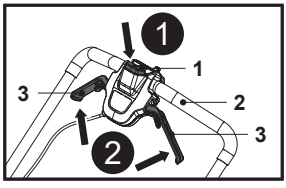

Rys. 16
2. Nacisnąć i przytrzymać przełącznik bezpieczeństwa (1) (rys. 16, krok 1).
3. Pociągnąć dźwignie uruchamiania (3) w stronę uchwytu (2) i przytrzymać je w tym położeniu (rys. 16, krok 2).
4. Gdy tylko silnik zacznie pracować, zwolnić przełącznik bezpieczeństwa (1). Kosiarka będzie działać do chwili zwolnienia dźwigni uruchamiania (3).
5. Zwolnić dźwignie uruchamiania (3), aby zatrzymać silnik.